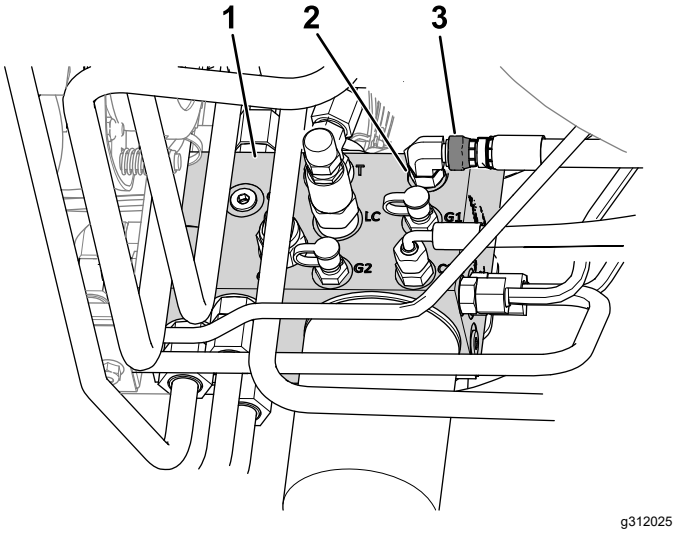

**Figuur 10**
B. Maak de wartelmoer van de slang los die is aangesloten op poort C1 van het hydraulische verdeelstuk (Figuur 10).